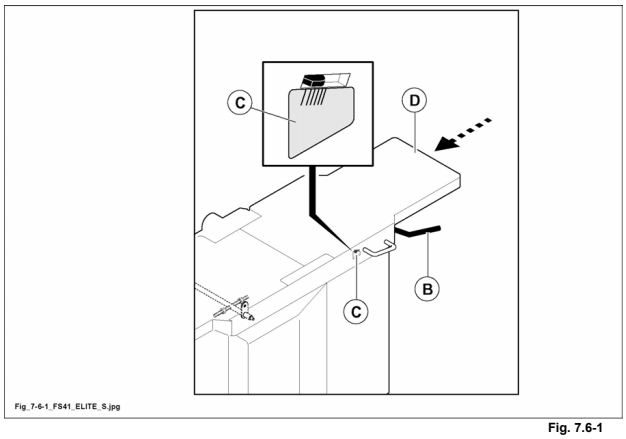

Fig. 7.6-1
- Agire sulla leva (B fig. 7.6-1) per posizionare il piano (D fig. 7.6-1) in funzione dell'asportazione desiderata: leggere lo spostamento sulla targhetta (C fig. 7.6-1).